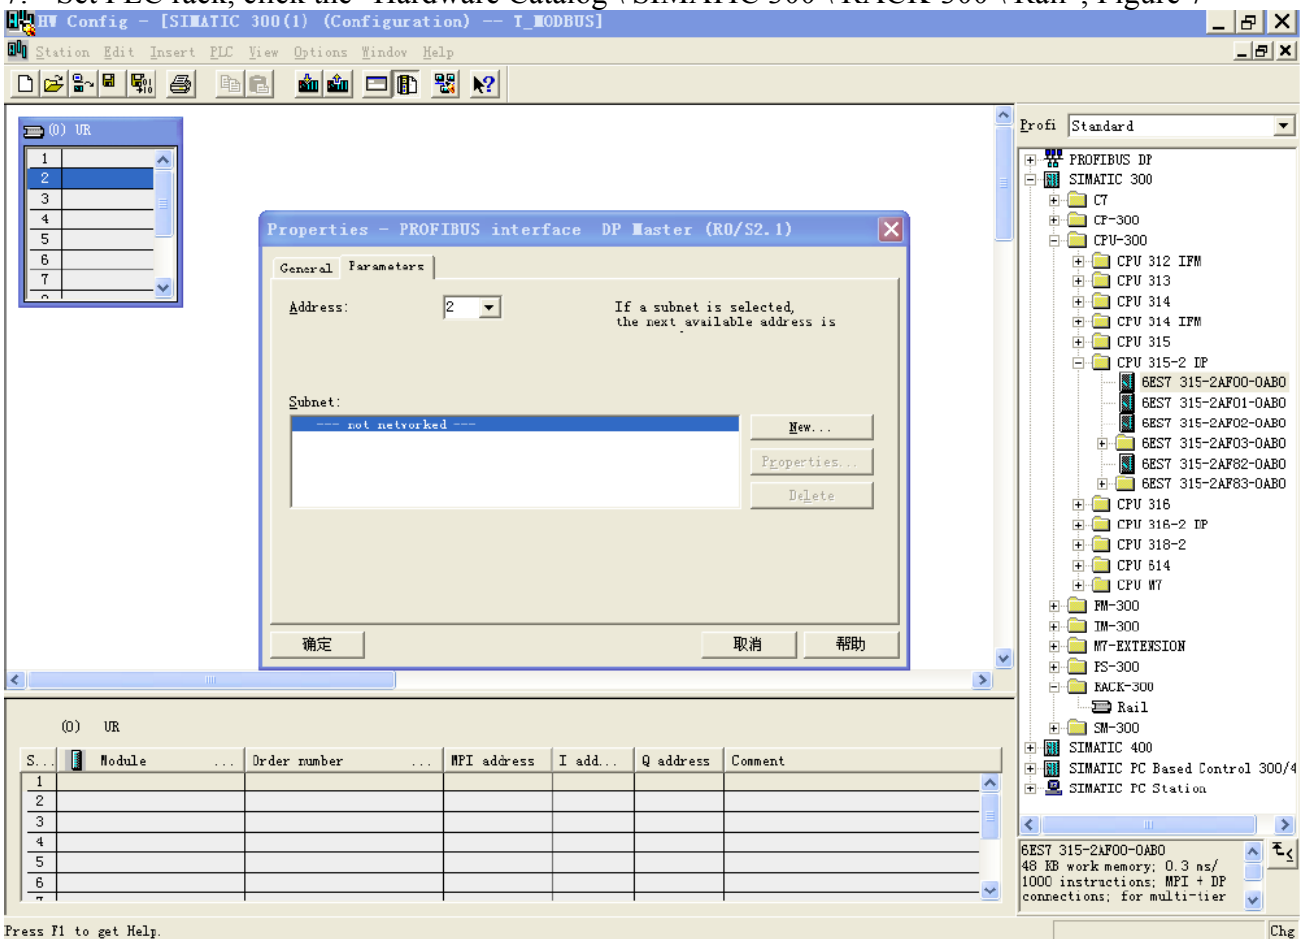

Figure 7
7. Set PLC rack, click the "Hardware Catalog \ SIMATIC 300 \ RACK-300 \ Rail"; Figure 7